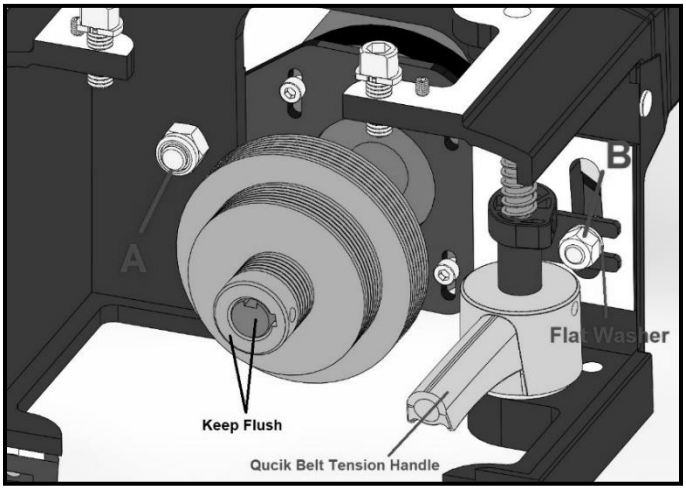

Fig. 1
2. Desserrez les deux écrous hexagonaux (A & B, Fig.1) pour retirer l'ensemble du moteur (avec la plaque du moteur, le moteur et la poulie) du banc de coulée.
7. Fixez à nouveau la poulie du moteur sur l'arbre du moteur en serrant les deux vis de réglage. Veillez à ce que le bord de la poulie soit aligné avec le bord de l'arbre du moteur lors du serrage, comme indiqué sur la figure 1.
8. Fixez l'ensemble du moteur sur le banc de coulée en utilisant les deux vis, les deux écrous et une rondelle plate comme indiqué sur les figures 1 et 4. Ne pas serrer complètement les deux écrous! Il faut garder un peu d'espace pour faire glisser la plaque du moteur sur le banc de coulée.